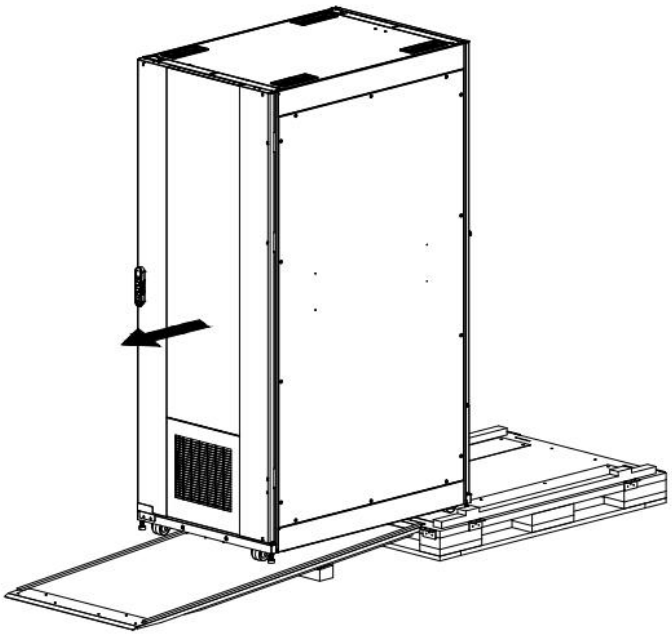

Figure 3-12 Carefully guide the cabinet down the ramp
g) Carefully roll the cabinet off the pallet as shown in Figure 3-12.